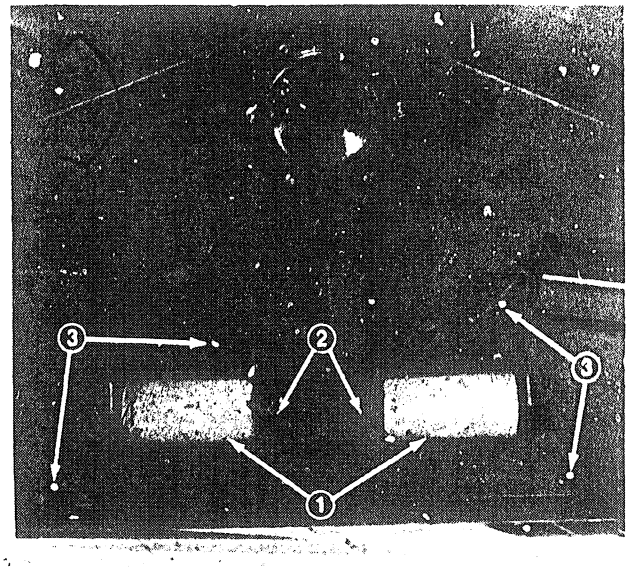
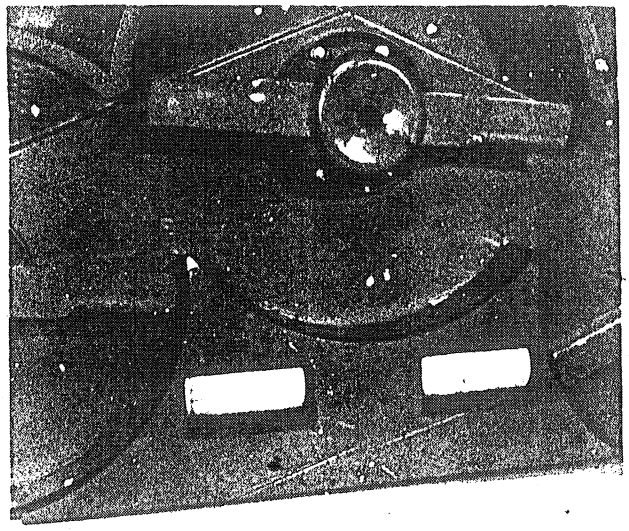

Figure 9
Figure 10
Note: When using leaf mulcher, rear rollers must be positioned in top bracket holes (Fig. 9).
14. Align mounting holes in cutting unit with support tubes on rear shelf (Fig. 9). Secure rear shelf to cutting unit with (4) 3/8-16 x 3/4" lg. capscrews and lockwashers (Fig. 10).